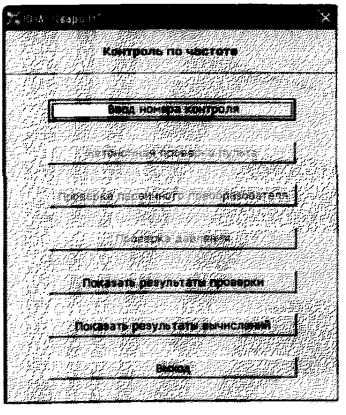

Рисунок 12 – Окно выбора действия.
8.3.11 После окончания печати нажать клавишу «Выход», при этом происходит возврат в окно «Результаты вычислений». Последовательно нажимать клавишу «Выход» до возврата в окно выбора действий (рисунок 12), выбрать в нем раздел «Ввод номера контроля» и нажать на пульте «Enter».